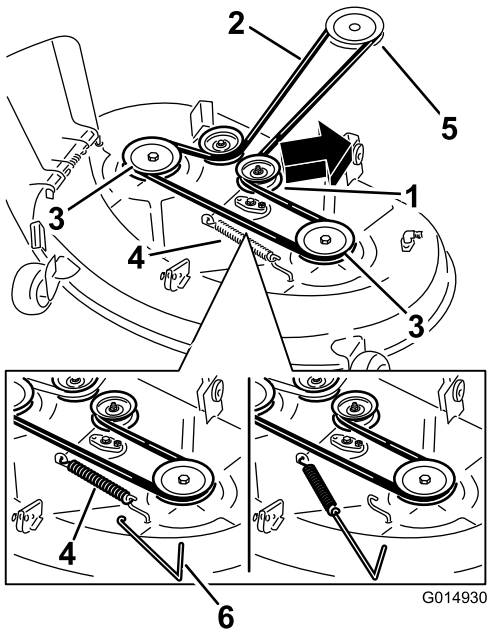

Figuur 68
4. Gebruik een veerverwijderaar om de spanpoelieveer van de maaidekhaak te verwijderen om de spanning van de spanpoelie te nemen en rol de riem van de poelies af (Figuur 68).
5. Leg de nieuwe riem rond de motorpoelie en de poelies van het maaidek (Figuur 68).
6. Gebruik een veerverwijderaar en plaats de spanpoelieveer terug op de maaidekhaak om spanning op de spanpoelie en de riem te zetten (Figuur 68).